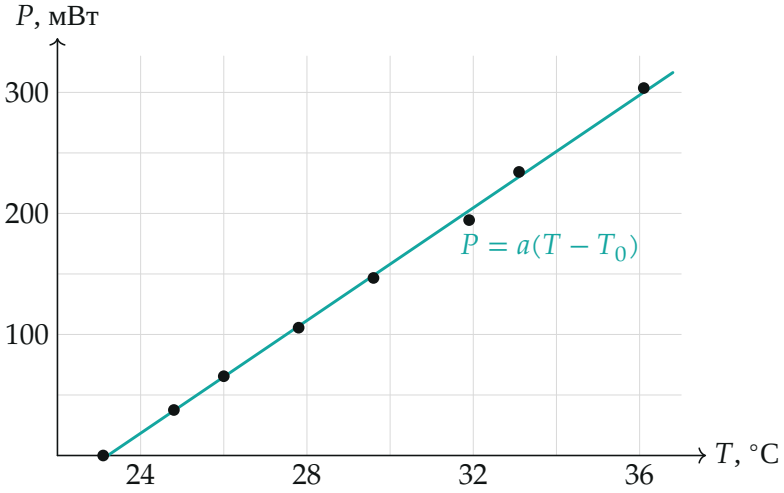

Рис. 1. Мощность тепловых потерь от температуры резистора: точки — измерения, прямая — метод наименьших квадратов, $a = 23{,}3$ мВт/°C, $T_0 = 23{,}2\ ^\circ$C.
2. График и прямая. Точки ложатся на прямую (рис. 1). Метод наименьших квадратов по восьми точкам: $P = a(T - T_0)$ с
7. Итог и погрешность. Три способа дают 1,2; 1,19; 1,24 Дж/°C. Наиболее надёжен способ 3 (он усредняет все точки), итог $C = 1{,}2 \pm 0{,}1$ Дж/°C. Погрешность определяется в основном a (около 3% по разбросу точек рис. 1) и шумом термометра (0,1 °C) при малых превышениях температуры.
Ответ. 1) $P_\text{п} = a\,(T - T_0)$, $a \approx 23{,}3$ мВт/°C, $T_0 \approx 23{,}2$ °C (график рис. 1); 2) $C \approx 1{,}2$ Дж/°C (три способа обработки дают 1,19–1,24 Дж/°C).